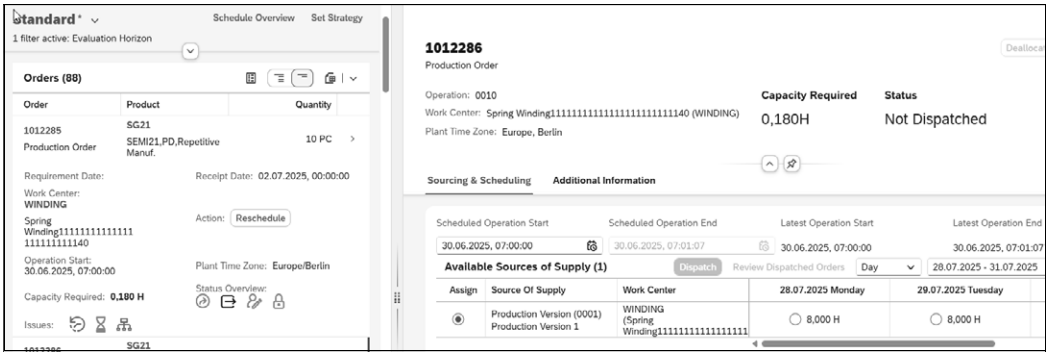

Figure 7.13 Details of Selected Production Operations in a Flexible Column Layout
- **Planning Mode**: You can select the **Bucket** planning mode to display the capacity view in Figure 7.13 as a table format with one column per day. You can use the **Sequence** planning mode to display the capacity in time continuous format (not shown).
To access the details screen shown in Figure 7.13, click the arrow icon of a selected item. Here, you can do the following: